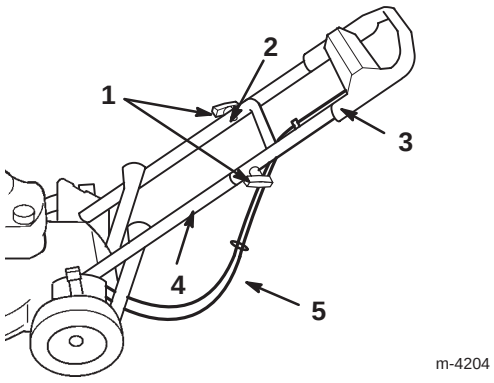

Figure 3
5. Slide the upper handle section ends over the lower handle so the sections nest together (Fig. 3).
2. Contoured-handle bolt (2)
6. Ensure that the cables are routed below and behind the lower handle as illustrated in Figure 3.
7. Secure the upper handle to the lower handle using 2 contoured-handle bolts and 2 knobs (Fig. 3).